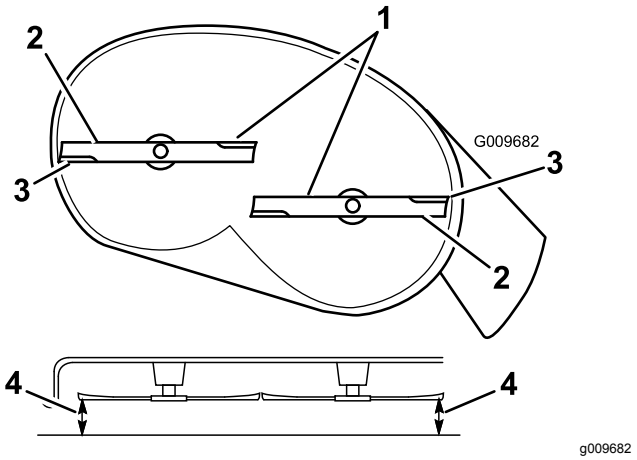
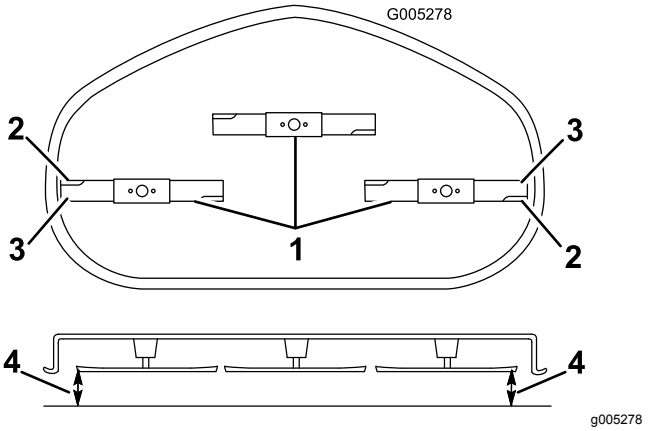

Figura 59
Figura 60
4. Rode com cuidado a(s) lâmina(s) para que todas fiquem alinhadas (Figura 59 e Figura 60).
5. Meça entre as extremidades de corte exteriores e a superfície plana (Figura 59).